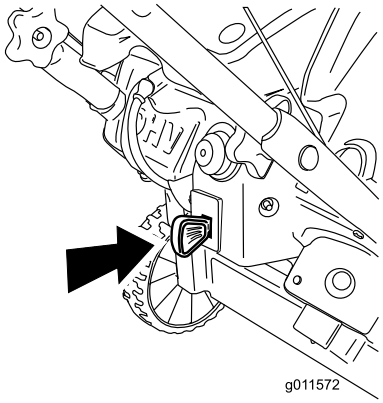

**Rysunek 15**
1. Wsuń kluczyk zapłonu do oporu do pozycji On (Rysunek 15).